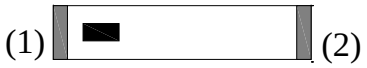

Fig.5-3
2) Terminal Configuration: See **Fig.5-3**